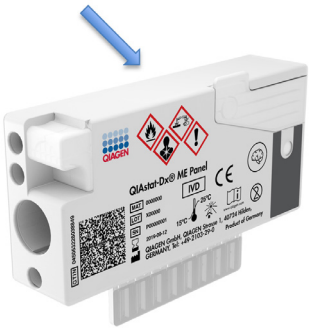

**Figura 5**. Colocación de los datos de la muestra en la parte superior del QIAstat-Dx Meningitis/Encephalitis Panel Cartridge.
4. Escriba a mano los datos de la muestra, o coloque una etiqueta con los datos de la muestra, en la parte superior del QIAstat-Dx ME Panel Cartridge. Asegúrese de que la etiqueta esté bien colocada y que no impida abrir la tapa (figura 5).